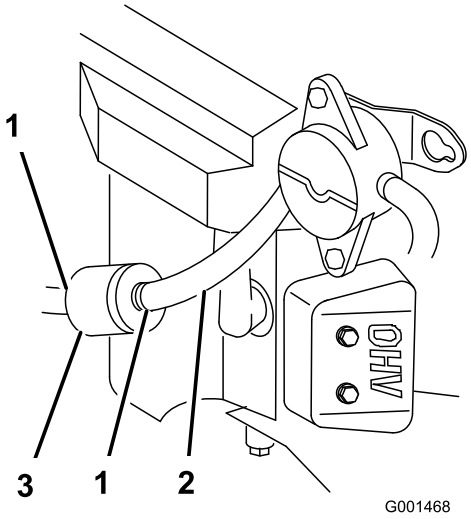

Figura 35
4. Apriete los extremos de las abrazaderas y deslícelas por el tubo alejándolas del filtro (Figura 35).